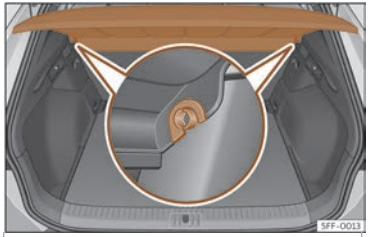

Fig. 112 No maleteiro:desmontar e montar a bandexa.
- Desencaixe a bandexa dos soportes laterais››› **fig. 112** puxando da mesma cara arriba e extraia a bandexa.
- Introduza a bandexa horizontalmente facendo coincidir a “ferradura” sobre o eixe dos soportes››› **fig. 112** , e prema cara abaixo ata que encaixe.